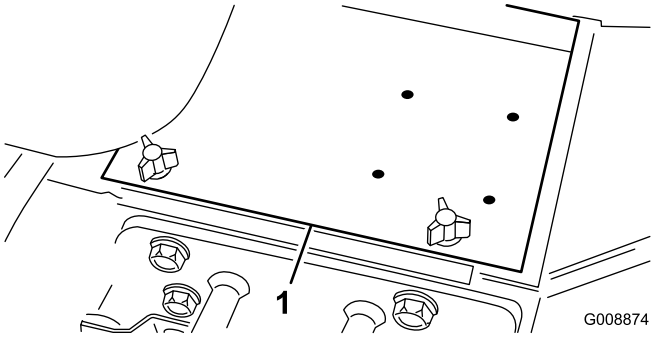

Figur 4
3. Ta bort batterikåpan (Figur 4).